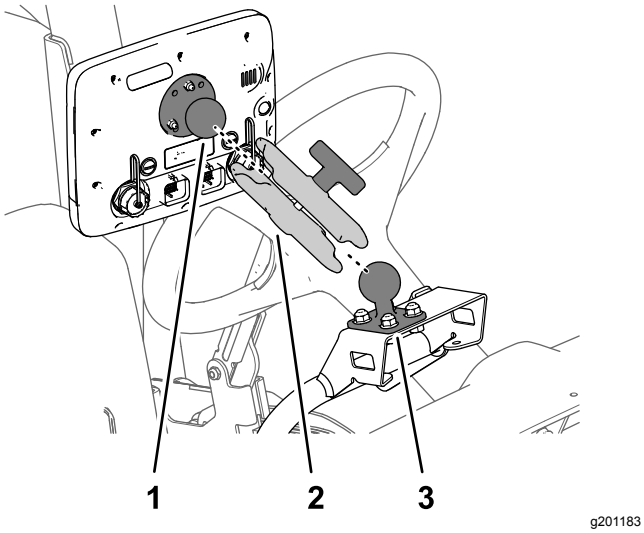

Rysunek 167
3. Zamocuj złącze kulowe monitora i przegub kulowy na mocowaniu w maszynie do ramienia monitora (Rysunek 167).
4. Wyreguluj ustawienie monitora tak, aby jego ekran był dobrze widoczny ze stanowiska operatora maszyny, a następnie dokręć palcami pokrętło na ramieniu monitora (Rysunek 167).